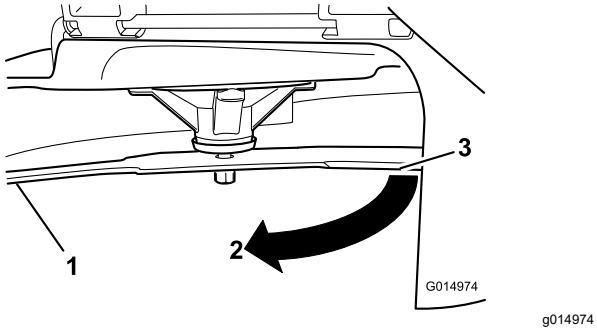

Figura 52
3. Distancia medida entre la cuchilla y la superficie (A)
4. Gire la misma cuchilla 180 grados de manera que el otro extremo esté en la misma posición (Figura 52).